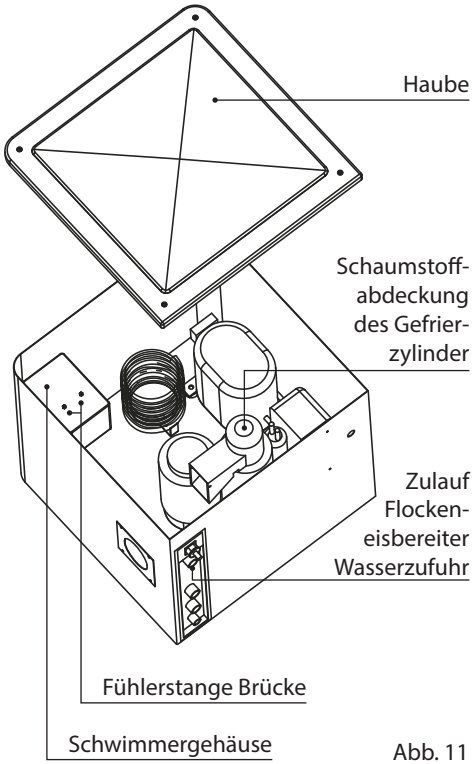

Abb. 11
- Die Klebestreifen vom Schwimmergehäuse abziehen (falls noch vorhanden) und den Tankdeckel öffnen (Abb. 11).
4. Die Klebestreife vom Schwimmergehäuse abziehen und den Tankdeckel öffnen (Abb. 11).